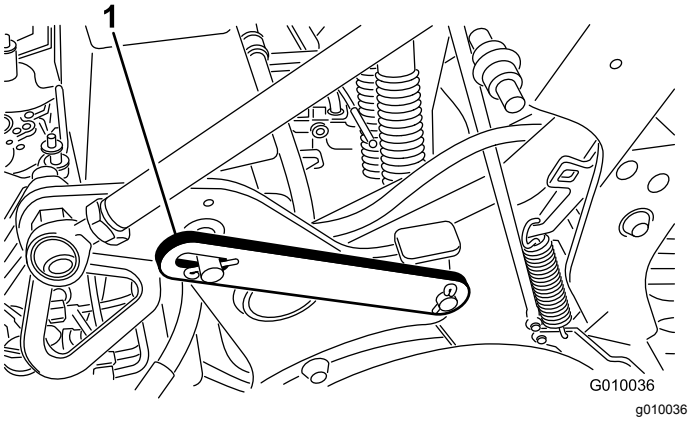

Rysunek 21
3. Usuń pierścień zaciskowy mocujący zaczep serwisowy w położeniu przechowywania (Rysunek 21).